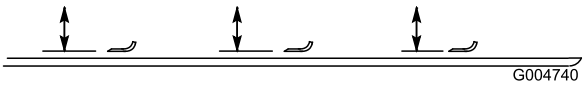

Figuur 83
2. Draai het mes tot de punten naar voren en achteren wijzen, en meet de afstand vanaf de binnenkant van het maaidek tot de voorste snijrand van het mes (Figuur 83).